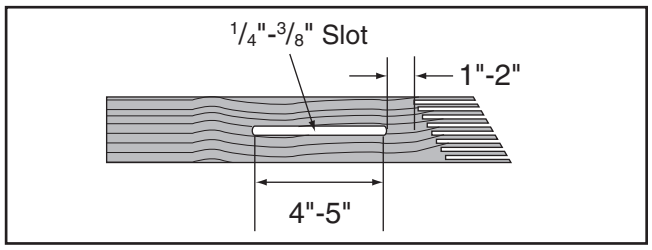

Figure 77. Slot routed in featherboard.
4. Rout a ¼"–⅜" wide slot 4"–5" long in the workpiece and 1"–2" from the short end of the featherboard (see **Figure 77**).